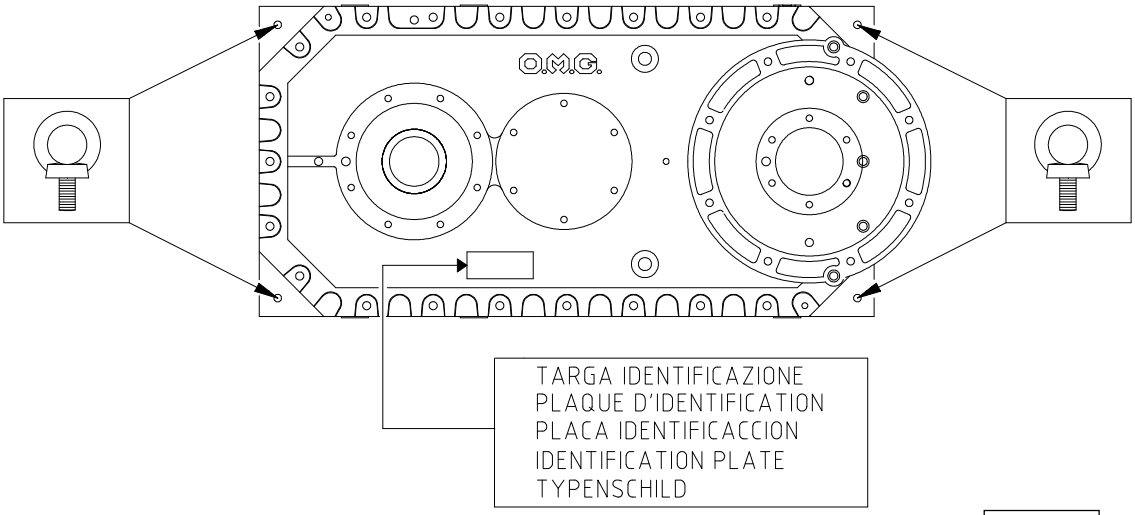

Fig. 5
2. Applicare i golfari nei punti indicati nella **Fig. 5**.